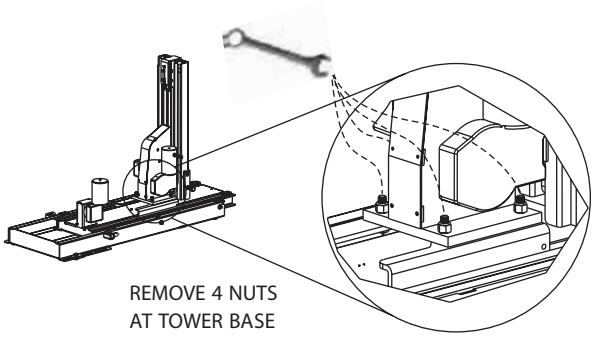

Figure 11-2
- Remove 4 nuts at tower base . *[Figure 11-2]*